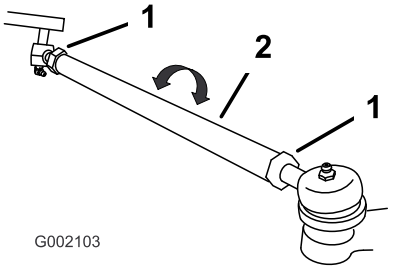

Figuur 39
2. Als de afstand buiten het gespecificeerde bereik valt (zie de maten en parameters bij het begin van deze procedure), moet u de contramoeren aan beide uiteinden van de spoorstangen losdraaien (Figuur 39).